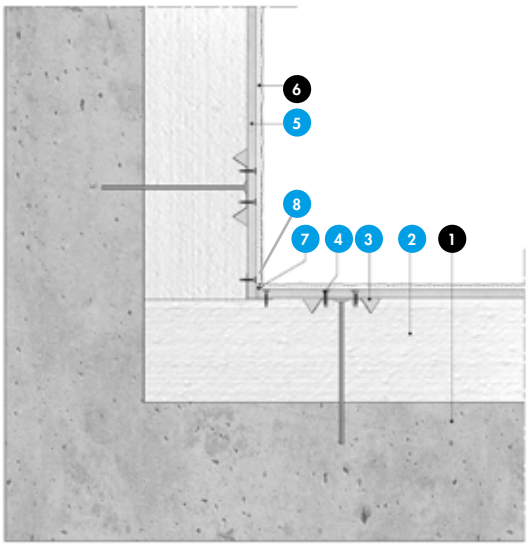

Fig. 5 : Traitement angle rentrant
**Nomenclature de la figure 5**